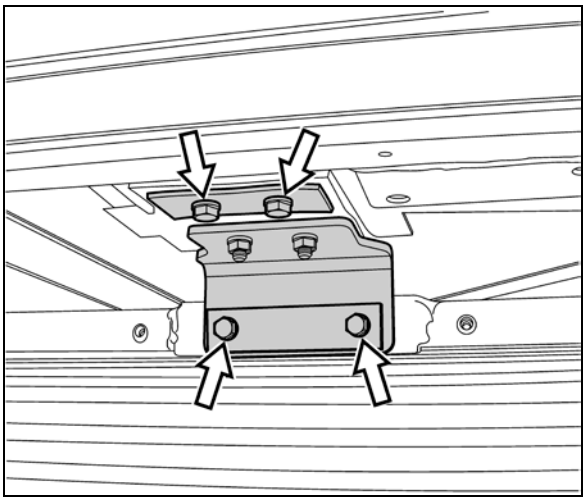

**FIGURE 27: UPPER RADIATOR ASSY SUPPORT BRACKET**
12. Remove the upper radiator assembly support bracket (Figure 27).